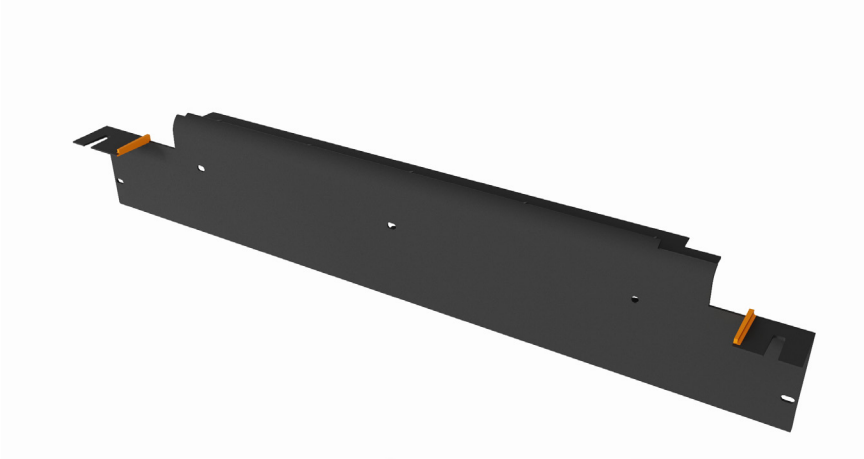

Figure 9 - Air Dam Trim Areas (Orange), Both Sides
2. Trim the air dam on both sides where shown in **Figure 9**.